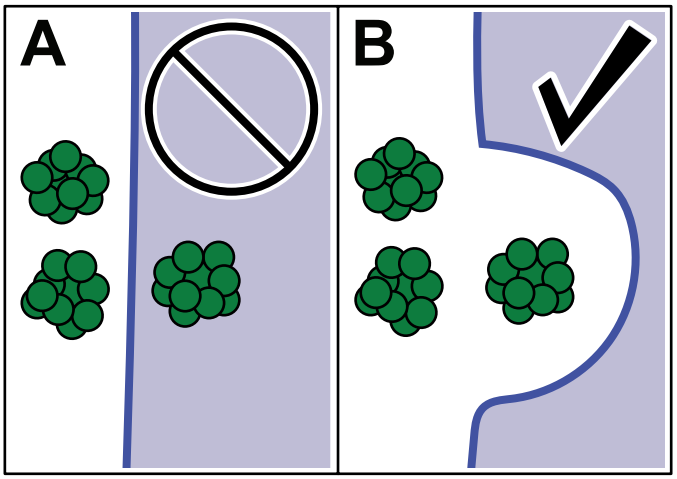

Bild 29
- Die **AOA**-Grenze sollte nicht unter Bäumen oder anderen Hindernissen kartiert werden, da dies die GNSS-Kommunikation mit der Maschine behindern könnte (Bild 29).